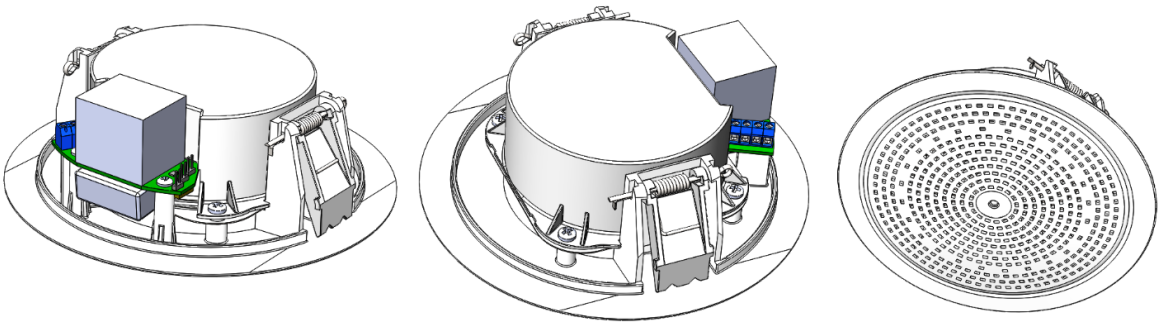

Рис.1. Внешний вид оповещателя LR-01C, LR-10C
1.2. Внешний вид оповещателя показан на рис.1.